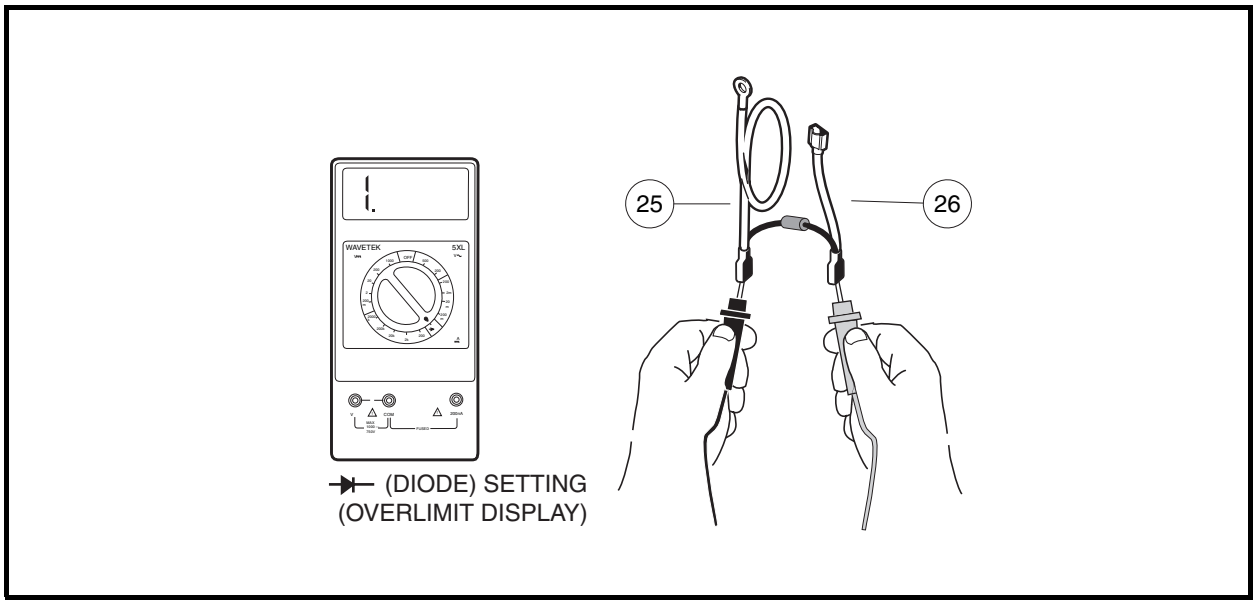

Figure 11-49 Voltage Suppressor Test
11.2. Using a multimeter set to the diode test function (→|←), place the black (–) probe of the multimeter on the voltage suppressor red wire (25) **(Figure 11-49, Page 11-46)**. Place the red (+) probe on the blue wire (26). The multimeter should indicate an overlimit with no tone emitted.